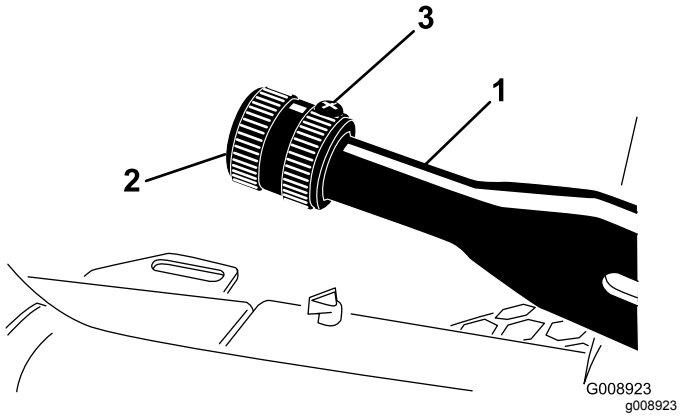

Rysunek 69
1. Poluzuj śrubę ustalającą mocującą gałkę do dźwigni hamulca postojowego (Rysunek 69).